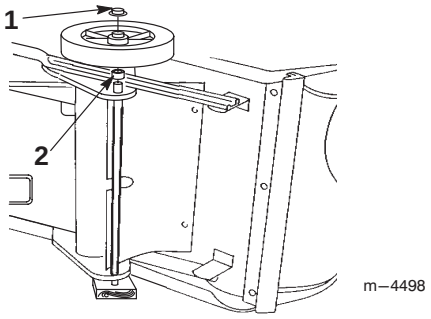

Figur 2
1. Ställ snöslungan på dess vänsterkant och placera en träkloss under vänster axelände (figur 2).
2. Trä på den *korta* distansbrickan och ett hjul på höger axelände (figur 2).
3. Trä på en kapselmutter på axeländen (figur 2).